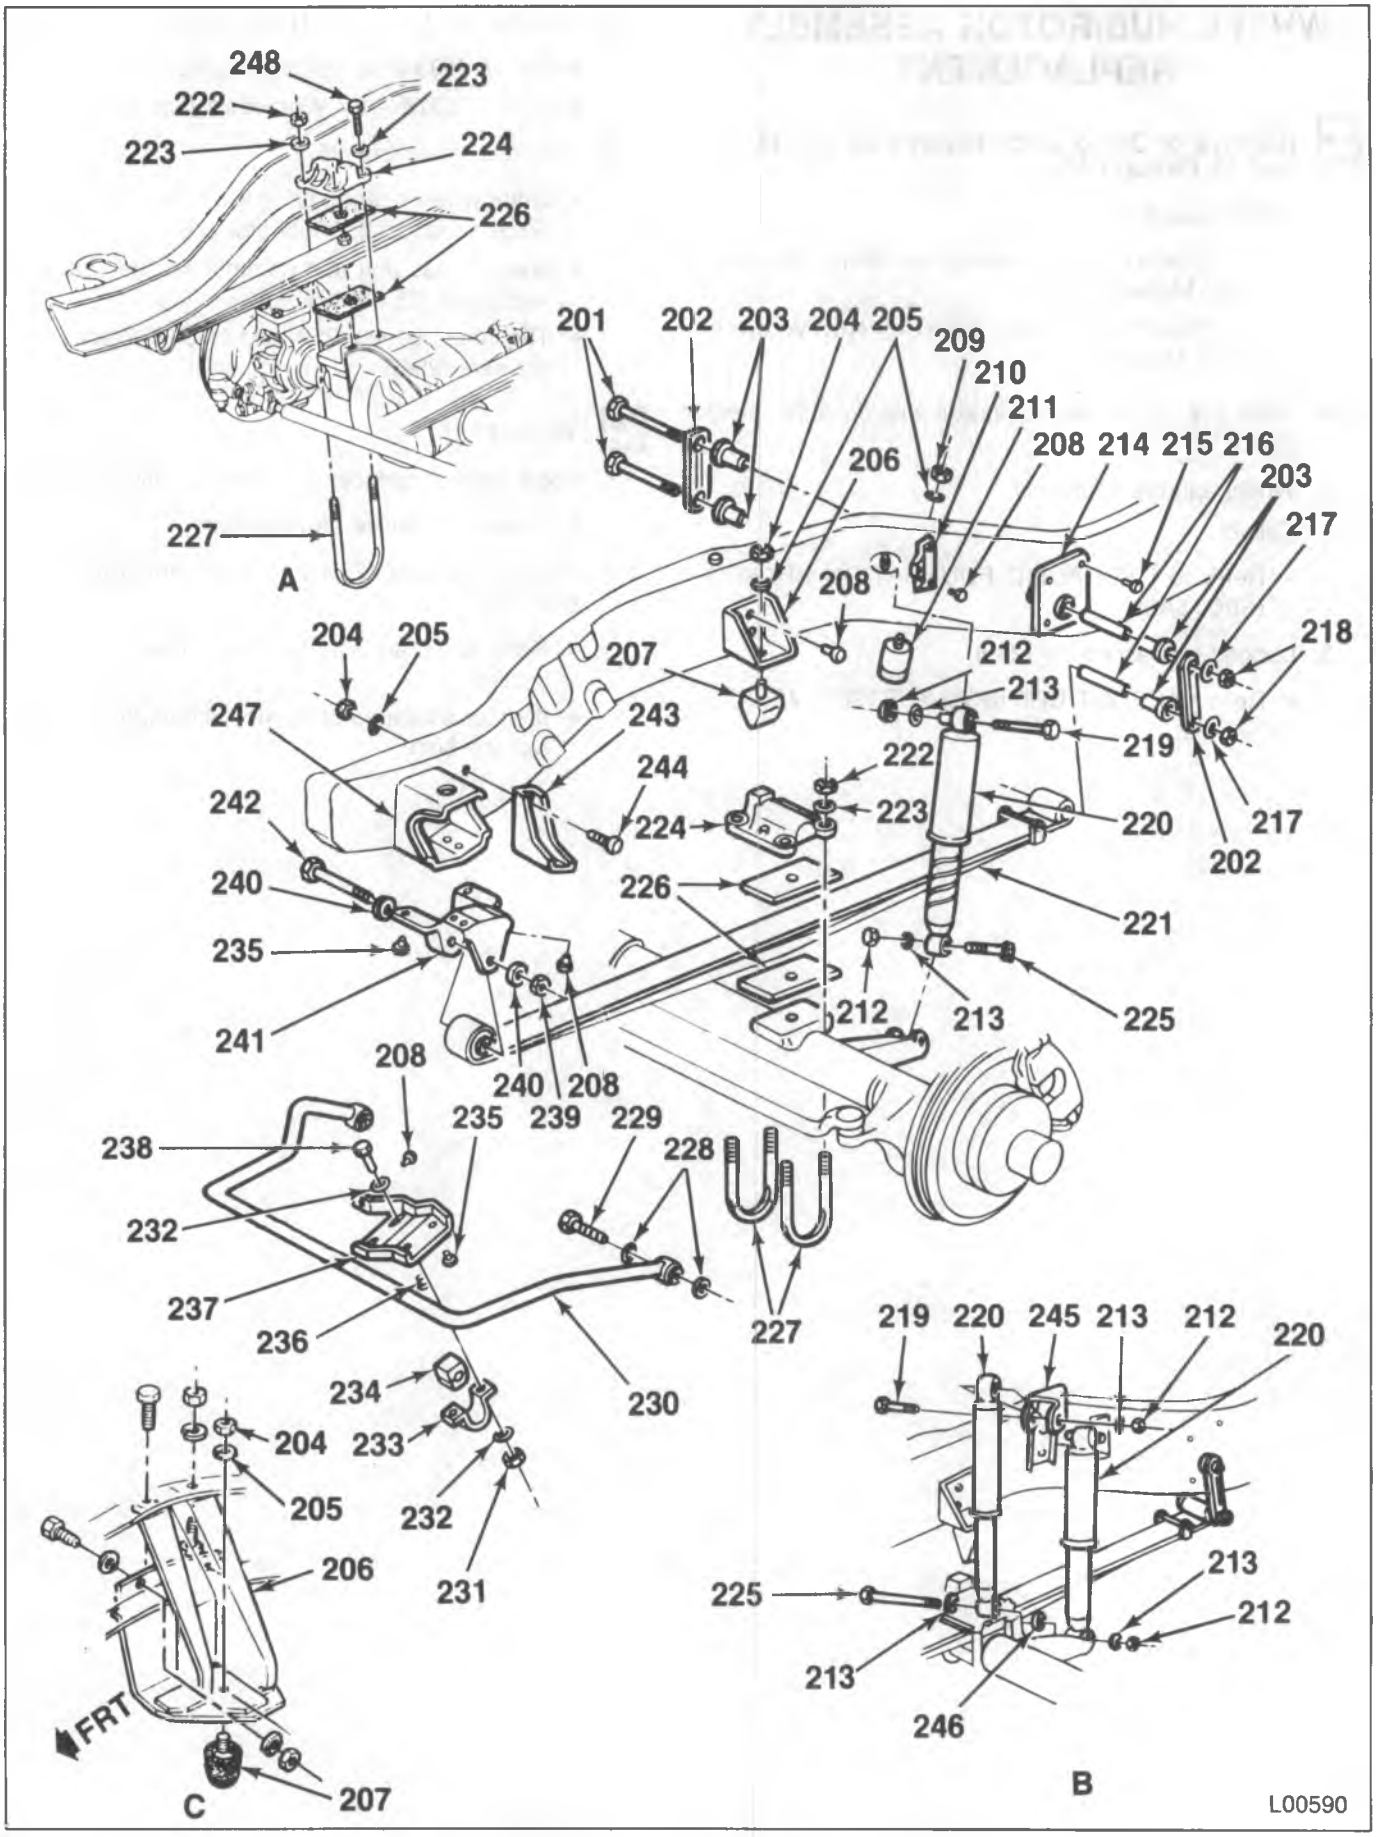

Figure 38—V Model Front Suspension
Remove or Disconnect (Figures 38 through 40)
Install or Connect (Figures 38 and 39)
Remove or Disconnect (Figures 38, 39 and 41)
1. Nuts (231), washers (232), brackets (233) and bolts (238) (figure 38).
2. Stabilizer bar (230) from frame brackets (237).
3. Bolts (229) and washers (228).
4. Stabilizer bar (230) from spring plate (224).
5. Bushings (234) from the stabilizer bar.
Install or Connect (Figures 38, 39 and 41)
1. Bushings (234) onto the stabilizer bar.
2. Stabilizer bar (230) to frame brackets (237).
3. Brackets (233), bolts (238), washers (232) and nuts (231) (figure 38).
4. Stabilizer bar (230) to spring plate (224).
Remove or Disconnect (Figures 38, 39, 42 and 43 through 45)
Install or Connect (Figures 38, 39 and 43 through 47)